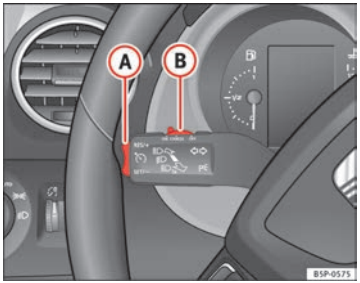

**Fig. 149 Turn signal and main beam headlight lever: switch and rocker switch for the cruise control**
– Push the switch ⇒ Fig. 149 (B) to the left to **ON**.